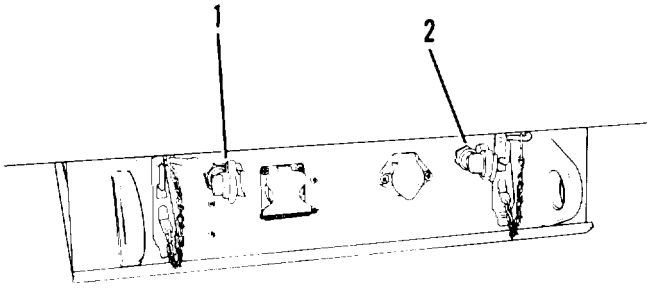

Figure 2-18. Connecting intervehicular hoses
(1) Connect the two air hoses marked SERVICE (1, figure 2-18) and EMERGENCY (2) on towing vehicle to corresponding air hose couplings on the semitrailer.
(2) Open air lines shutoff valves on towing vehicle.
(3) If no air leakage is detected, apply the brakes on the semitrailer from the towing vehicle.